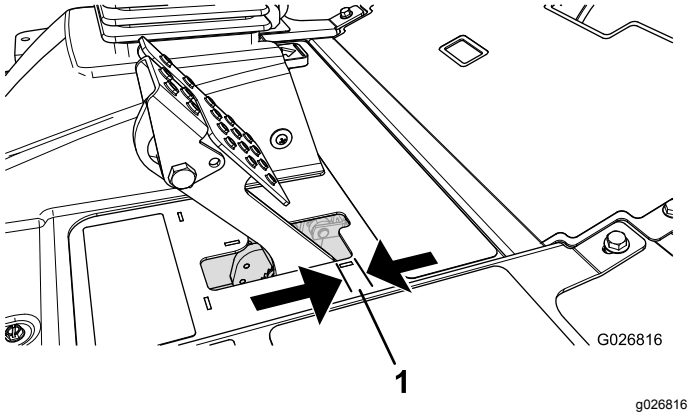

Figuur 60
Stel de remmen af als de rempedaal meer dan 25 mm speling heeft (Figuur 60), of als er meer remkracht nodig is. Met speling wordt de afstand bedoeld die het rempedaal wordt ingetrapt voordat er remweerstand wordt gevoeld.
2. Draai de achterste moer vast om de kabel naar achteren te halen totdat de rempedalen 6 tot 13 mm speling hebben (Figuur 60) voordat het wiel blokkeert.